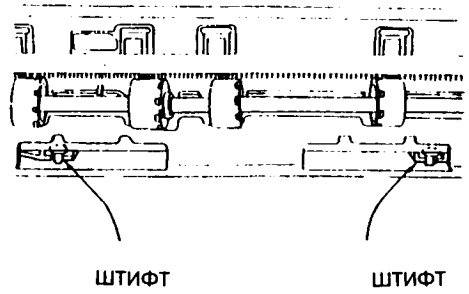

Рис.5 Установка транспортера
3. Установить транспортер, совместив с U-образной канавкой и закрепив штифтами (со стороны выхода фьюзера, рис.5).